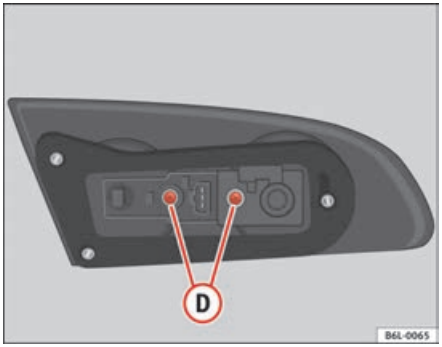

Fig. 165 Access to the lamp
– Unscrew the bolts (D) ⇒ fig. 165 and take the lamp holder out.